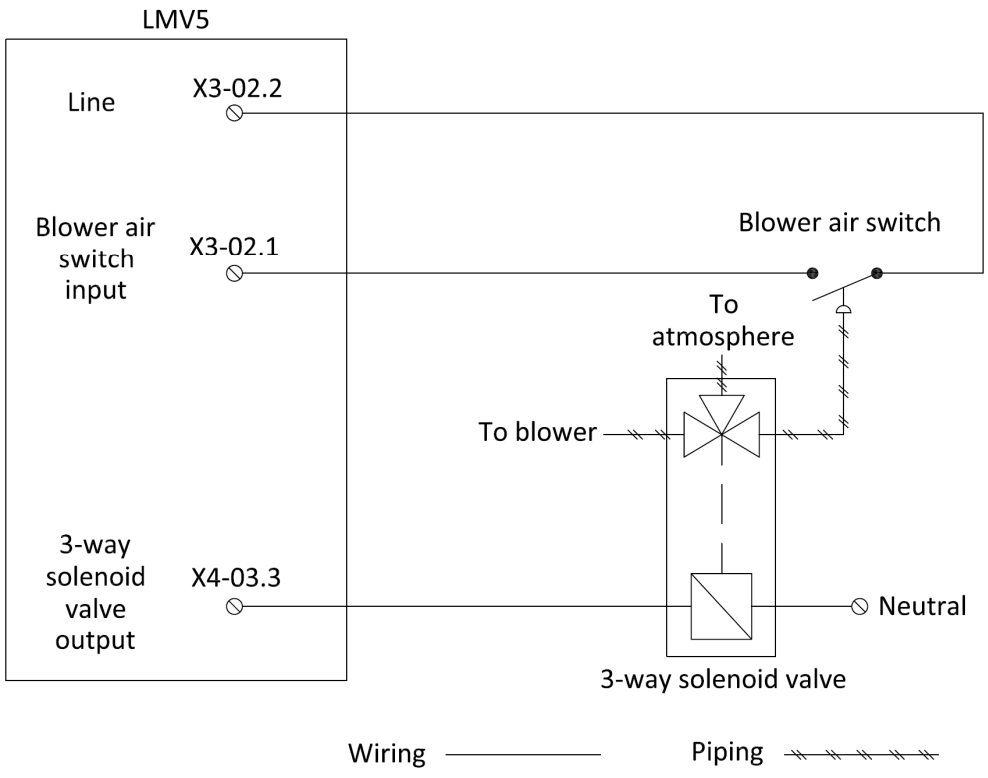

**Figure 1: Wiring a 3-way Solenoid Valve for Continuous Purge**
1. Install and wire a 3-way solenoid valve as shown in Figure 1.